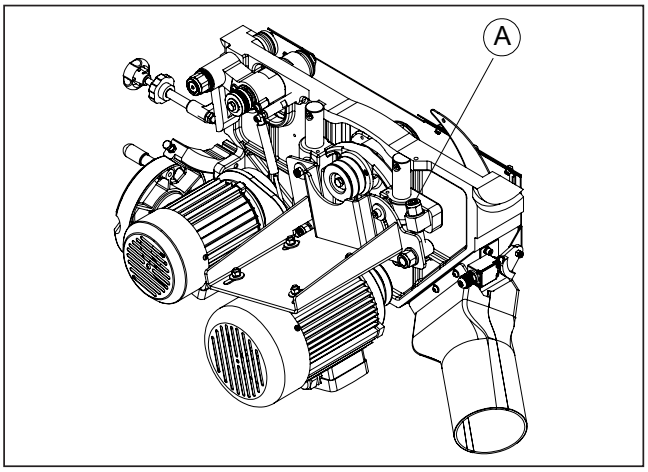

Figur 7.2
- Åpne høyre sideplate (bruk insexnøkkel 4 mm) og rotere deretter den gjengede stangen (ved A på figur 7.2) (bruk insexnøkkel 6 mm).